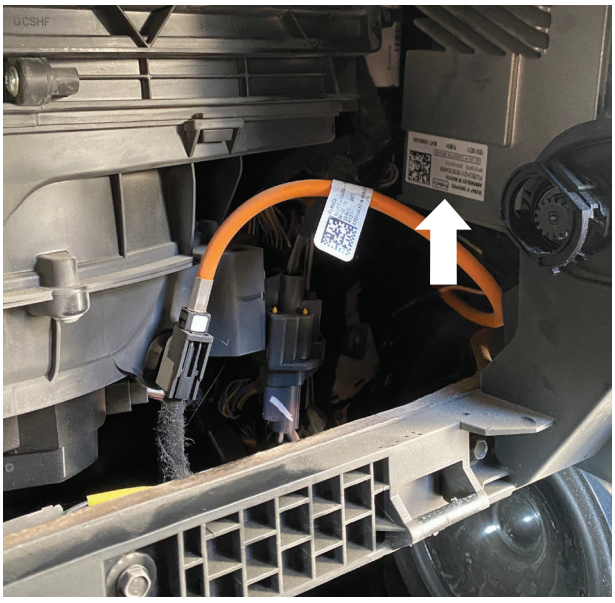

Fig. 40: Locate the GWM
11. Route the “CAN 2” harness ends through the front of the dash toward the gateway module (GWM) at the right side of the glove box area (Fig. 40).